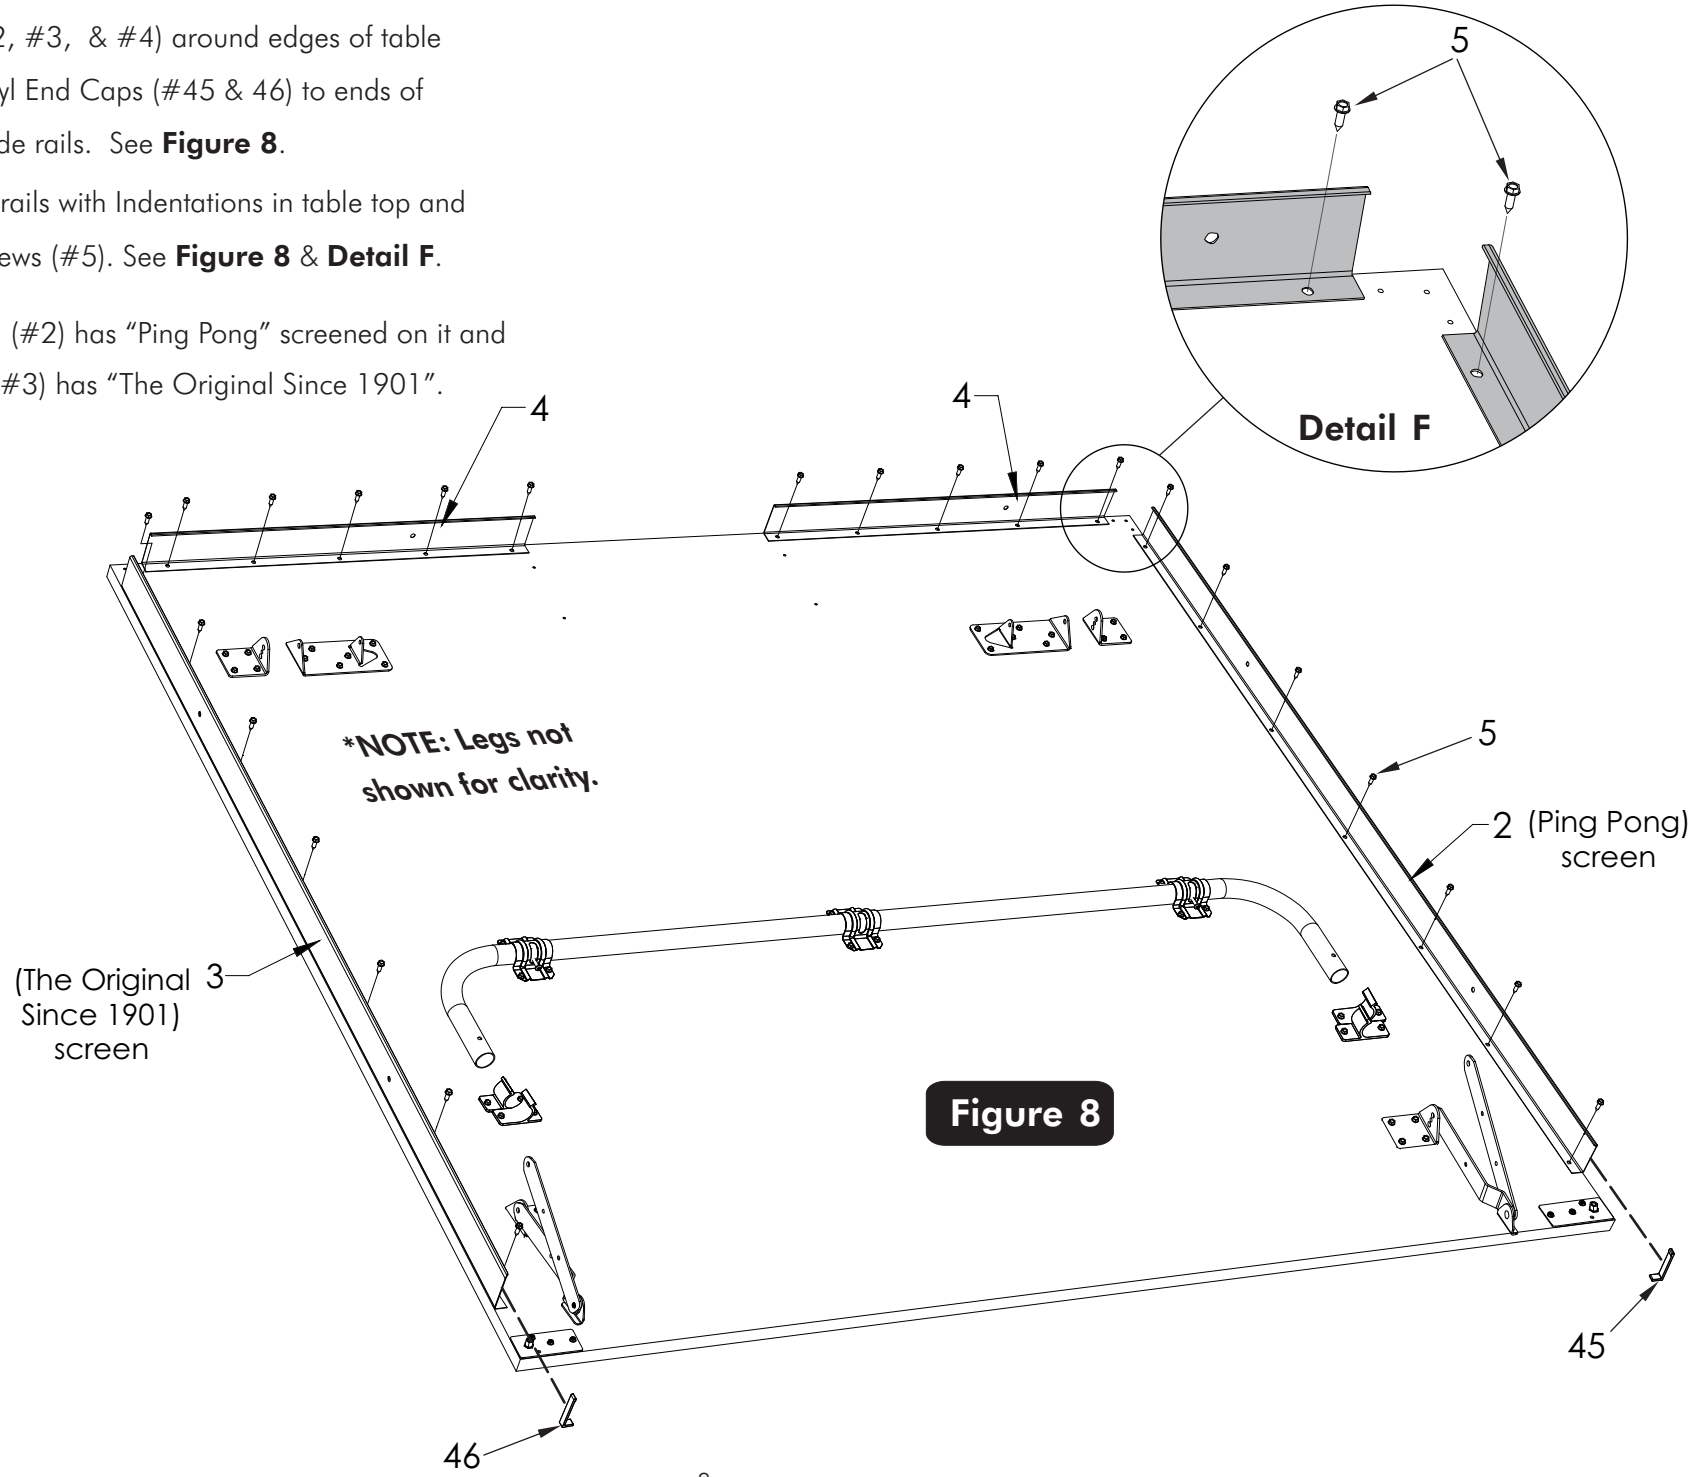

Figure 8
13. Lay out Rails (#2, #3, & #4) around edges of table top and add Vinyl End Caps (#45 & 46) to ends of Left and Right Side rails. See **Figure 8**.
14. Line up holes in rails with Indentations in table top and secure using Screws (#5). See **Figure 8** & **Detail F**.